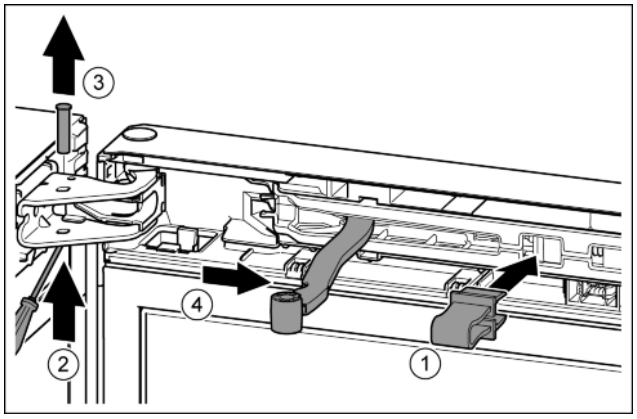

Fig. 13
▶ Engage the locking device in the opening. *Fig. 13 (1)*
▶ Unscrew the bolt with a screwdriver. *Fig. 13 (2)*
▶ Remove the bolt in an upward direction. *Fig. 13 (3)*
▶ Turn the hinge in the direction of the door. *Fig. 13 (4)*